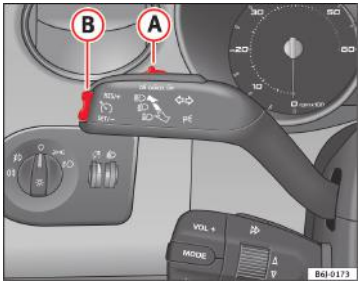

Fig. 121 Maneta pentru semnalizarea direcției și faza lungă: comutatorul și comutatorul basculant pentru tempomat
– Când a fost atinsă viteza pe care doriți să o setați, apăsați scurt, o singură dată, partea inferioară **SET** a comutatorului basculant ⇒ fig. 121 (B).